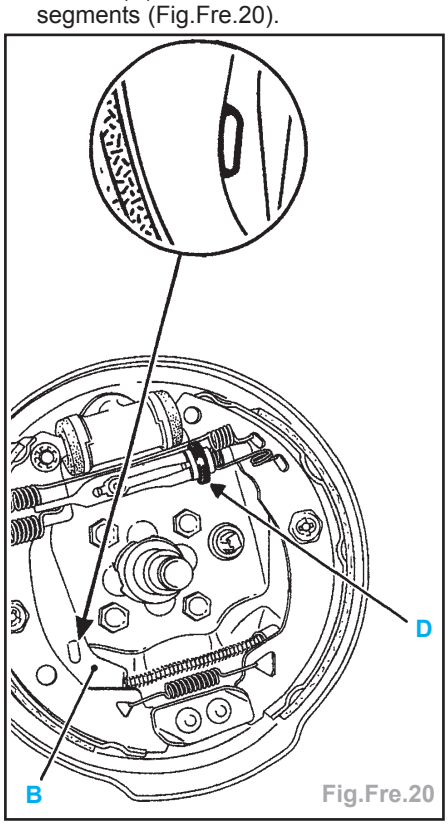

Fig.Fre.20
- de la mise en appui correcte des leviers (B) de frein à main sur les segments (Fig.Fre.20).